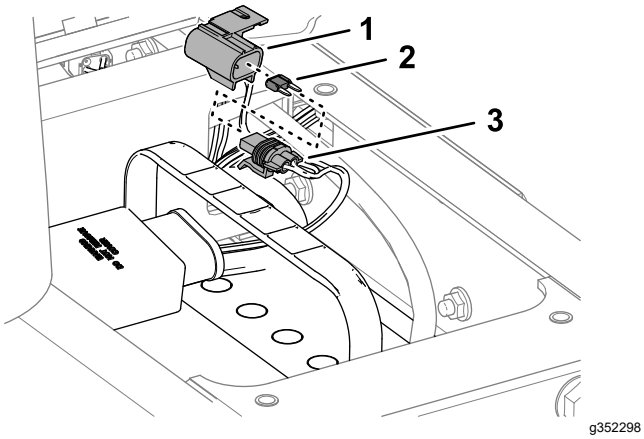

Figur 71
2. Ta bort hättan från den inbyggda säkringshållaren (Figur 71).